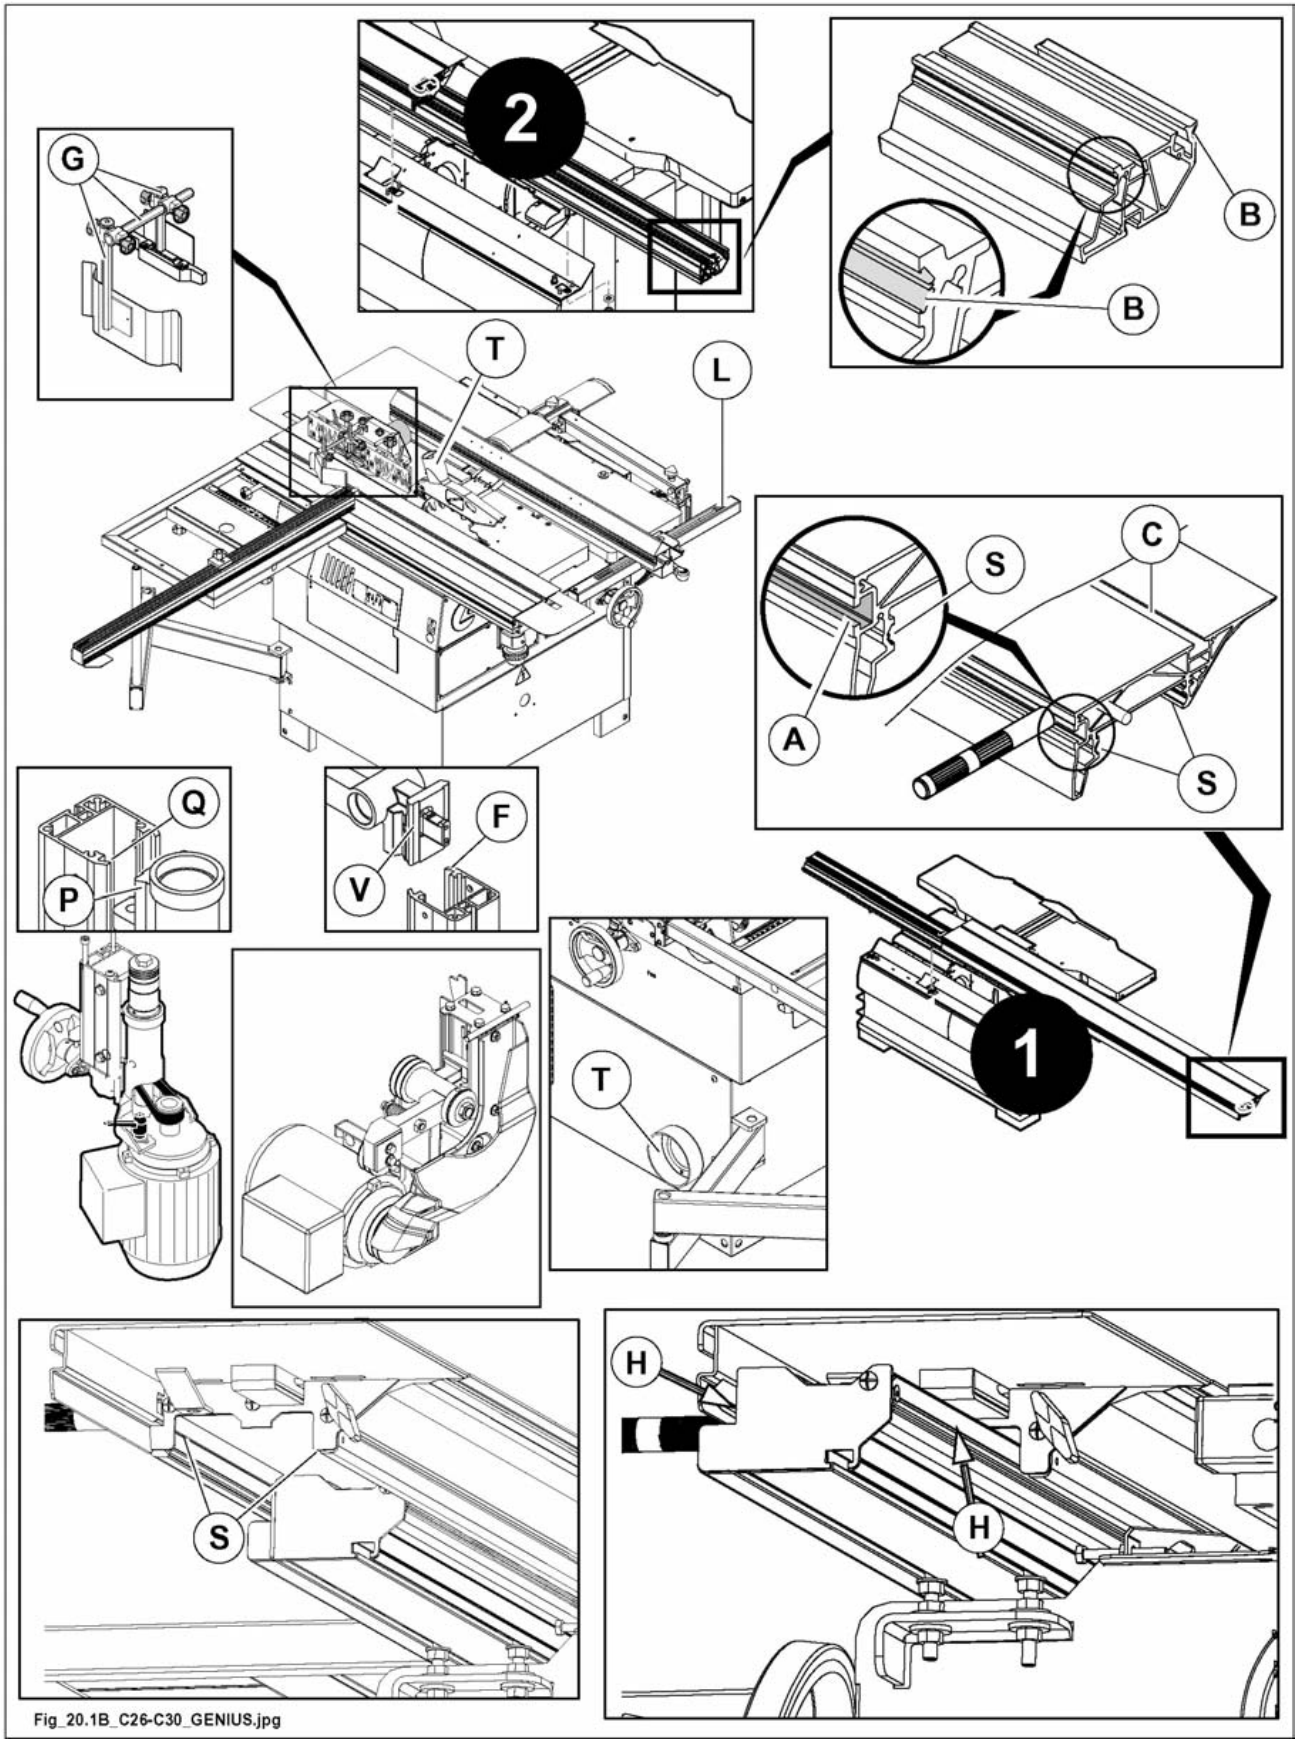

Fig. 20.1B
- Suction hoods (T fig. 20.1B) by checking that the are no occlusions.
- With the sliding table in position 1 (totally at entry) fig. 20.1B, then in position 2 (totally at exit), its bottom guides and specially the points indicated by arrows (H fig. 20.1B) for a 15 mm depth.
- Guides (A fig. 20.1B) of squaring frame.
- Rod (L fig. 20.1B) of the fence.
- Slideways (S fig. 20.1B) of the sliding table and (B fig. 20.1B) of the rail.
- Groove (C fig. 20.1B) with a brush or cloth drunken with not dangerous solvent.
- Presser unit sliding rods (G fig. 20.1B).
- Saw unit: slideways (V, F fig. 20.1B).
- Shaper unit: slideways (P, Q fig. 20.1B).
- the guides of sliding table (S fig. 20.1B) and of rail (B fig. 20.1B) .